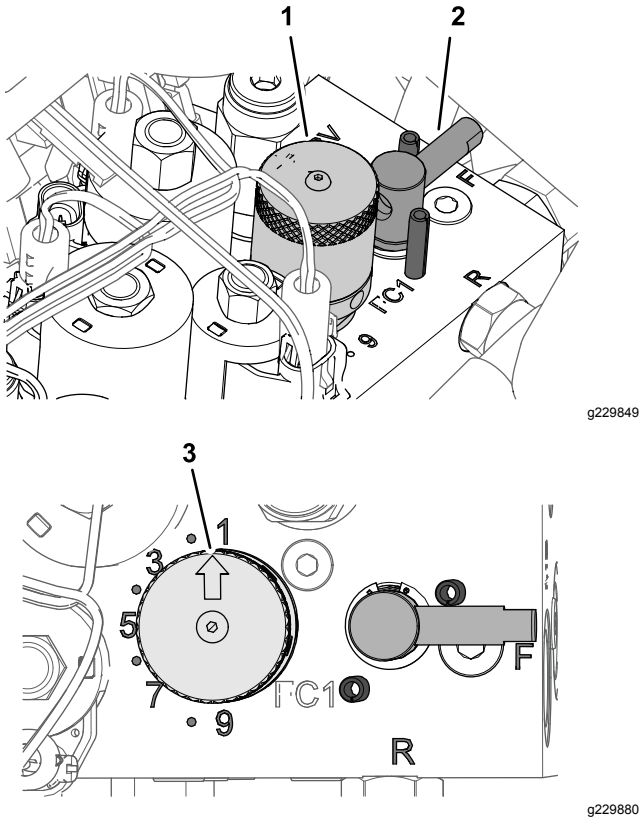

Figur 63
5. Justera cylinderhastigheten genom att vrida ratten på cylinderhastighetsreglaget (Figur 63)